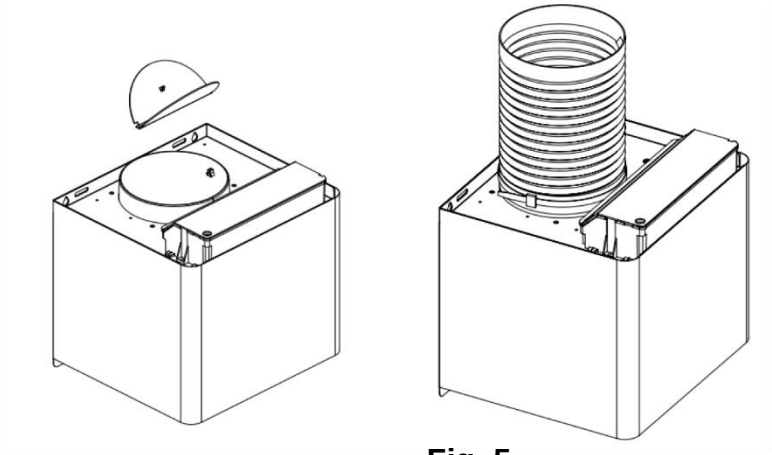

Fig. 5
4. Installare la valvola V-flap e il tubo di espansione (non fornito) sull'uscita, quindi fissare il tubo di espansione con una fascetta. Vedere Fig. 5. Nota: il tubo di espansione non è fornito con il prodotto.